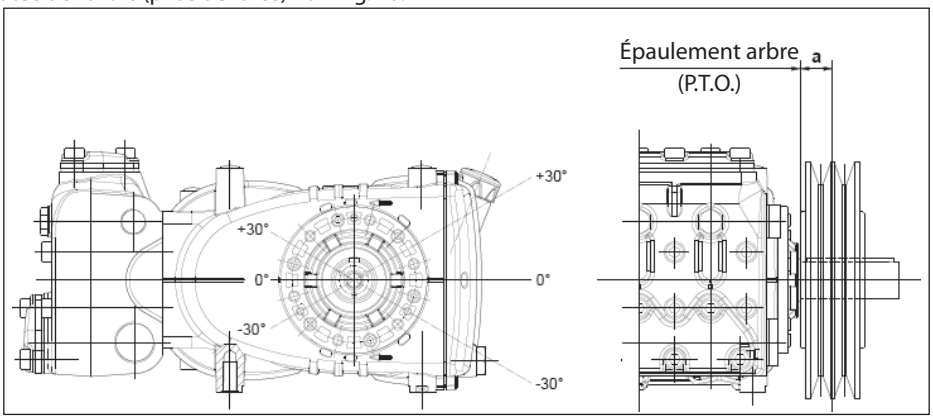

Fig. 10
La charge radiale sur l'arbre ne doit pas être supérieure à 3000 N (valeur nécessaire pour la définition du plan). La transmission est considérée appropriée si cette charge est appliquée à une distance maximum **a=30 mm** de l'épaulement de l'arbre (prise de force) comme le montre la Fig. 10.
b) Utiliser des courroies à haut rendement - par exemple **XPB** au lieu de **SPB** - car il sera nécessaire d'avoir une quantité inférieure de courroies égales à la puissance transmise et par conséquent une distance inférieure de la résultante par rapport à la butée de l'arbre (prise de force) « a » Fig. 10.
e) Contrôler la direction de la tension de la courroie comme indiqué Fig. 10 : pour toute autre nécessité, contacter le ***Bureau Technique*** ou le ***Service d'Assistance clients***.